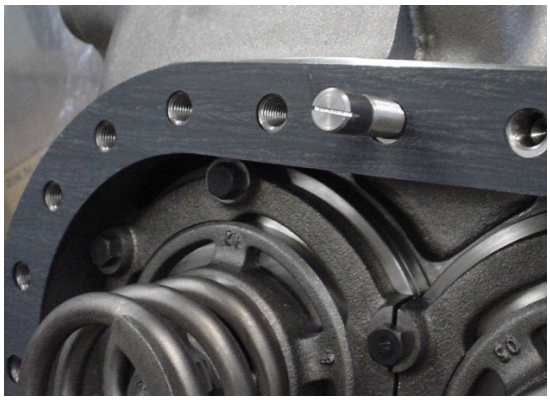

Fig. 5-110 Safety Bolt
3. Use the safety bolt when mounting the head cover. As shown in Fig. 5-110, place the safety bolt in the center bolt hole on top and place the head cover gasket.